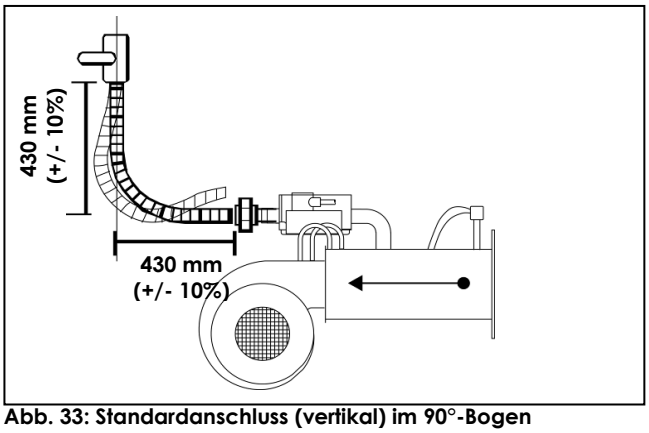

Abb. 33: Standardanschluss (vertikal) im 90°-Bogen
- ⇨ Verlegen Sie den Flexschlauch nur im 90°-Bogen oder mit 2 x 90°-Winkeln im 180°-Bogen gemäß Abb. 33, 34 und 35.